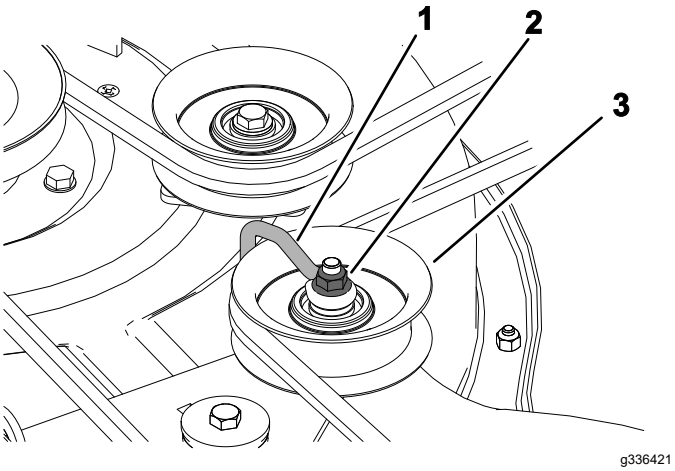

Figur 56
6. För klippdäck med tre knivar lossar du muttern som fäster kabelslangen på mellanremskivan (Figur 56).
Obs: Placera kabelslangen mot mellandrevsarmen enligt Figur 56.